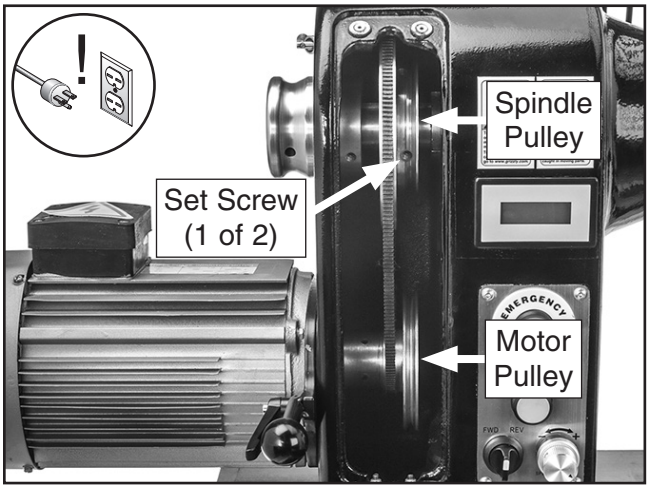

Figure 69. Location of motor and spindle pulleys.
3. Loosen (2) M8-1.25 x 10 set screws on spindle pulley (see **Figure 69**).